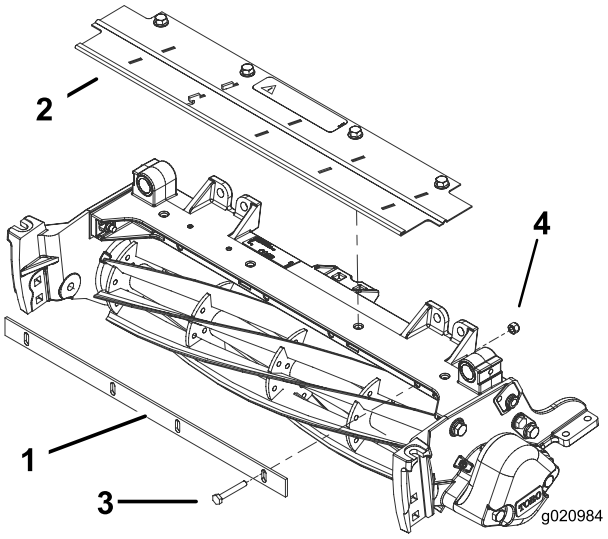

Figuur 7
1. Bevestig de stopbalk losjes aan het maaidekframe met behulp van 4 bouten (1/4 x 1–3/4 inches) en 4 borgmoeren (1/4 inch) (Figuur 7).
3. Draai de bouten en borgmoeren vast (Figuur 7).